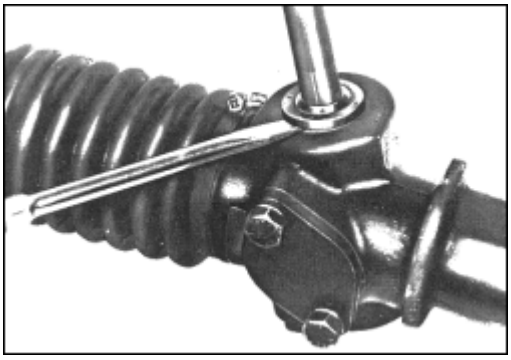

Abb.10 Herausheben des Dichtringes
7. Ritzeldichtring herausheben, Abb.10.